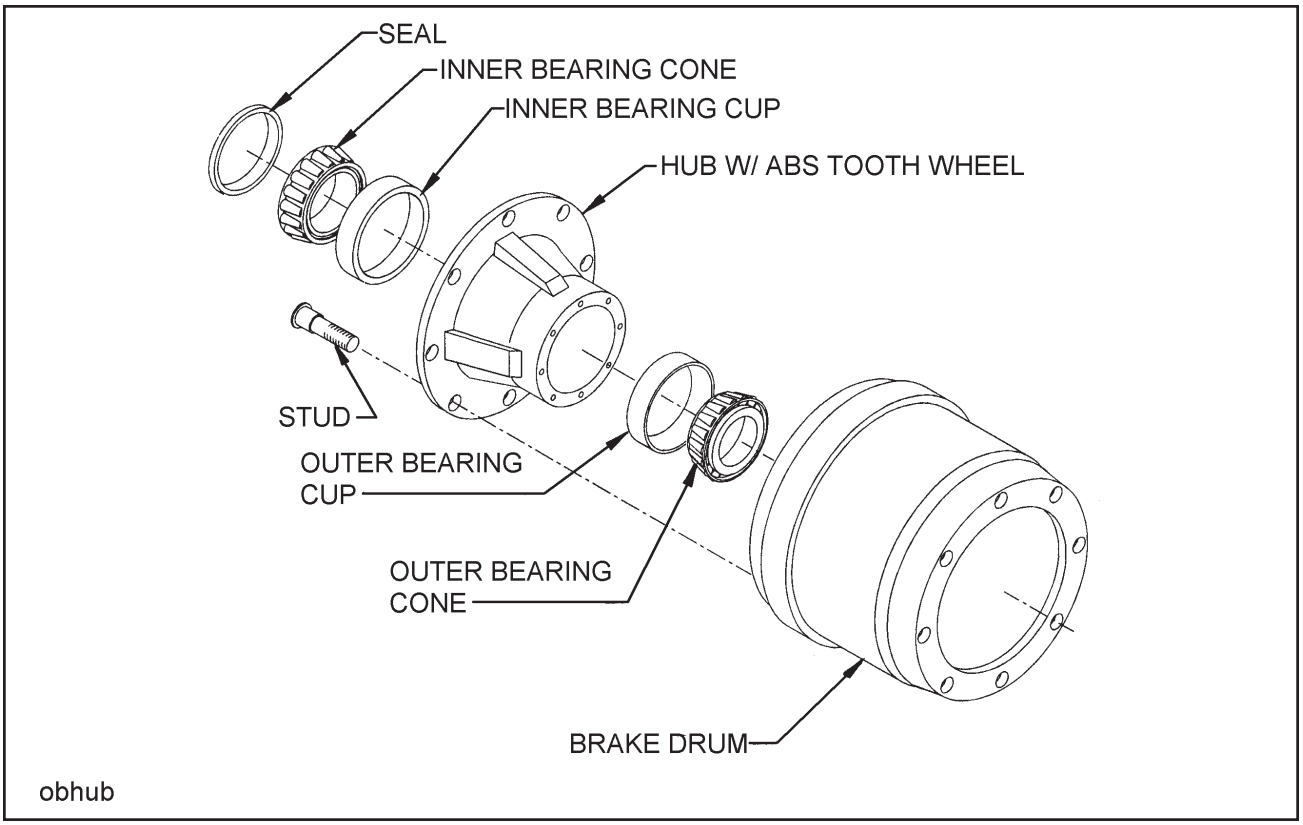

Figure 4-19 Outboard Mount Hub and Drum
4-10.4 Replace the hub and drum as follows **(See Figure 4-19):**
a. Remove the brake drum **(See Figure 4-19)**. It may be necessary to release the slack adjuster.